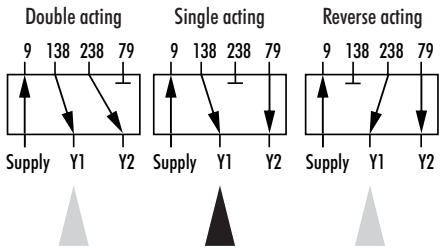

Fig. 14: *Label on the adapter bracket*
3. Fasten the turnboard (7) to the adapter bracket (6). Select the required switching function from Fig. 14 by turning the turnboard.